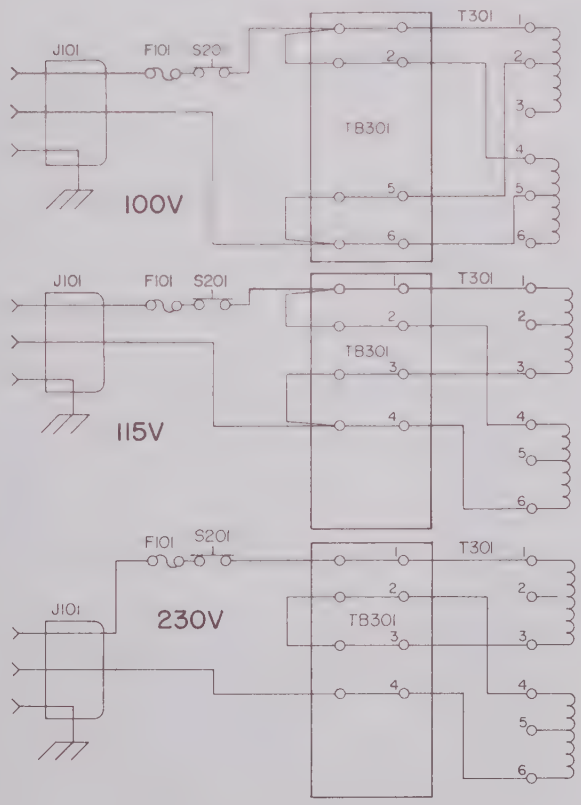

Figure 2-14 Model 1011 Line Voltage Conversion
d. Conversion to 100 V or 230 V Operation. The standard Model 1011 is wired to operate from 115 V primary power sources. The instrument may be converted for use with either 230-volt or 100-volt power sources by changing the power transformer primary winding. Figure 2-14 shows the changes required.